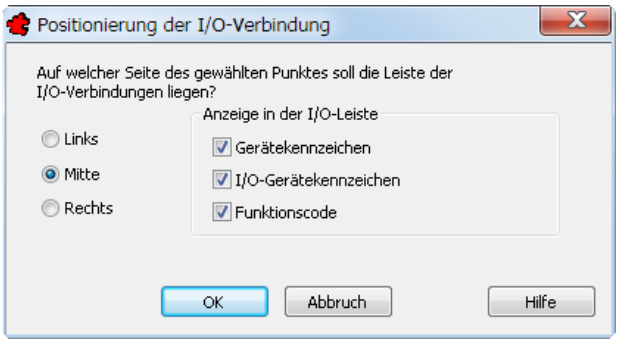

Bild 34.1 – Konfigurieren des I/O-Inhalts
- Wählen Sie in der Dialogbox *Positionierung der I/O–Verbindung* die Anordnung des Blocks in Bezug auf den Einfügepunkt, also *Links, Mitte* oder *Rechts*. Aktivieren Sie dann die Optionsfelder derjenigen Angaben, die im Schlüssel erscheinen sollen (Abb. 34.1).